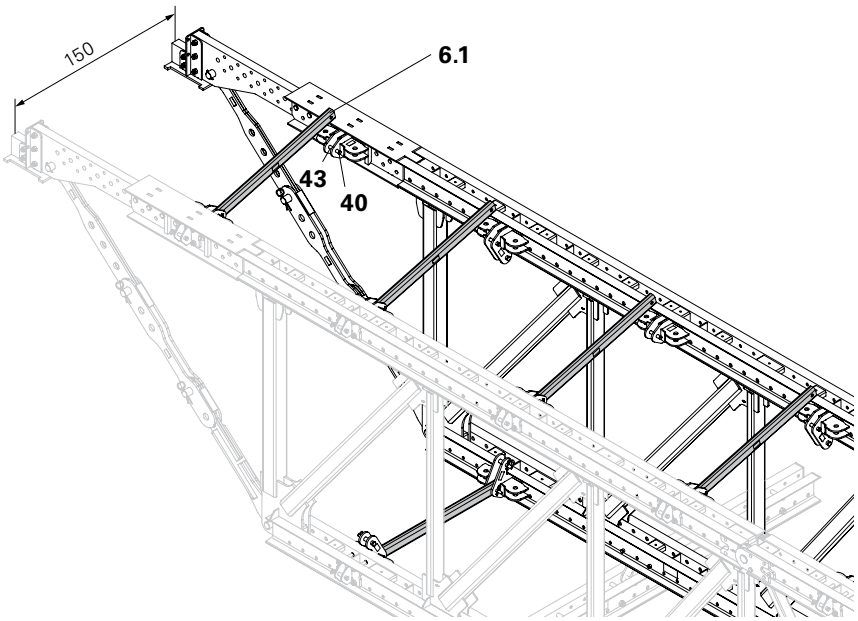

Fig. A2.07
1. Fix all pre-assembled Bracing Posts (6.1) to the second single truss using fitting pins (43) and secure with cotter pins (40). (Fig. A2.07)
For a better presentation, Fig. A2.07 ihas been rotated by 180°.